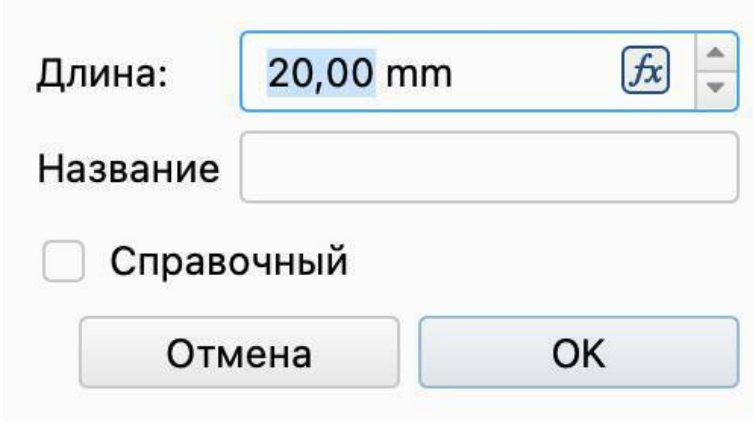

Рис. 3.10 — Окно «Введите длину»
3. Дважды щёлкните по размеру 20 mm под квадратом. В окне «Введите длину» (рис. 3.10) наберите 24 и нажмите «OK». Квадрат вытянулся в обе стороны от центра, эскиз по-прежнему «Полностью ограничен».